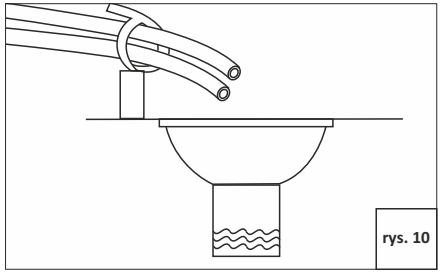

rys. 10
*11. **UWAGA! Przyłącza ściekowe lub wylot przewodu odpływowego powinny być zaprojektowane i skonstruowane tak, aby zapewnić połączenie z układem kanalizacji poprzez szczelinę powietrzną. UWAGA! Nigdy nie wprowadzać przewodu odpływowego bezpośrednio do odpływu, kanału ściekowego lub tradycyjnego syfonu. Należy zadbać o to, aby pomiędzy przewodem odpływowym a przewodem ściekowym była zawsze szczelina powietrzna, co pozwoli zapobiec cofaniu się popłuczyn do zmiękczacza (rys.10).***